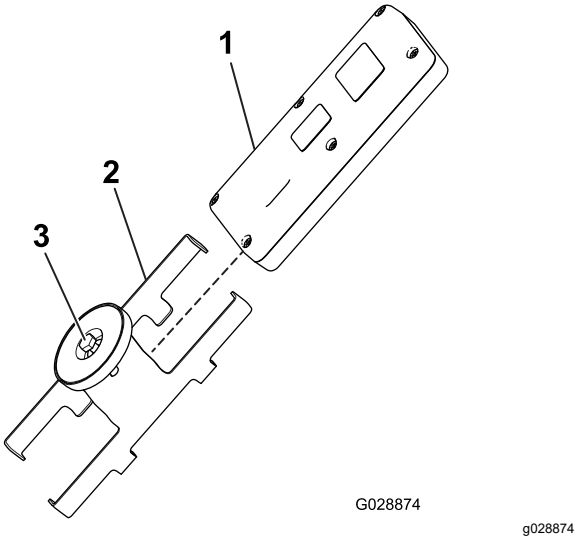

**Figuur 21**
5. Monteer de afstandsbediening in de magnetische beugel van de afstandsbediening, schuif de helften van de beugel samen en draai de bout in de magneet vast (Figuur 21).